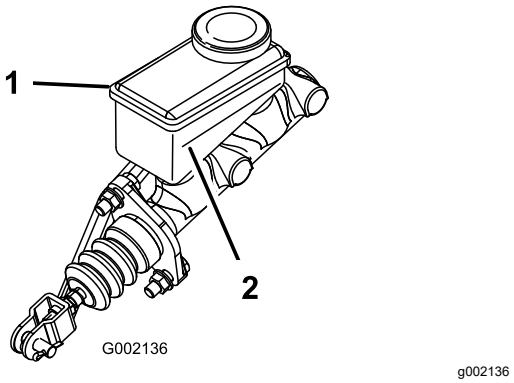

Figuur 68
5. Kijk naar de omtreklijn van het vloeistofpeil aan de zijkant van het reservoir (Figuur 68).
B. Giet DOT 3 remvloeistof in het reservoir tot het vloeistofpeil boven de Minimum-lijn staat (Figuur 68).